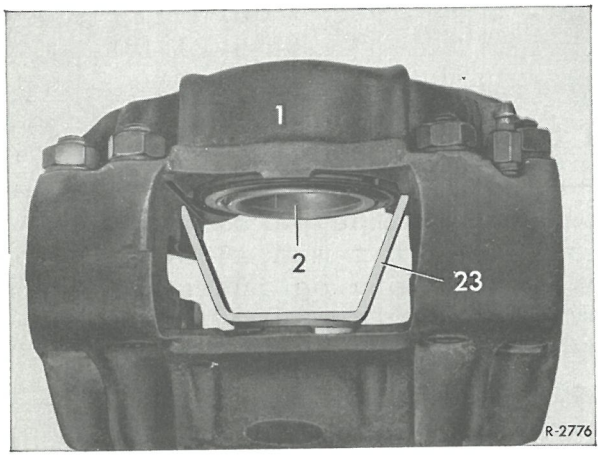

Fig.42-3/12
4 Hvis et stempel er rustet fast i boringen i bremsetangen kan det ikke presses ud med trykluft,da der kræves et højt tryk for at få et fastsiddende stempel løsnet. Derfor fastholder man først med specialholderen(23) det ikke fastsiddende stempel i bremsetangen (fig.42-3/12). Forinden fjernes dog begge varmeskjold fra stemplerne. Dernæst prøver man med en hovedcylinder at løsne det fastsiddende stempel og trykke det ud af boringen.